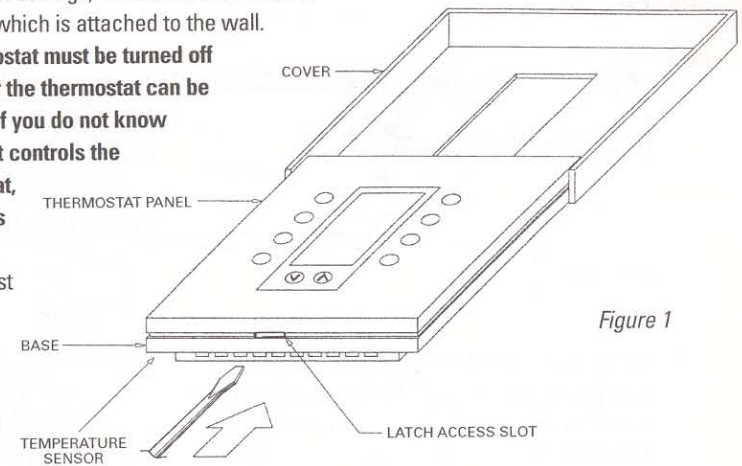

Figure 1
c) Carefully insert a medium-sized flathead screwdriver into the latch access slot *(see Figure 1).*